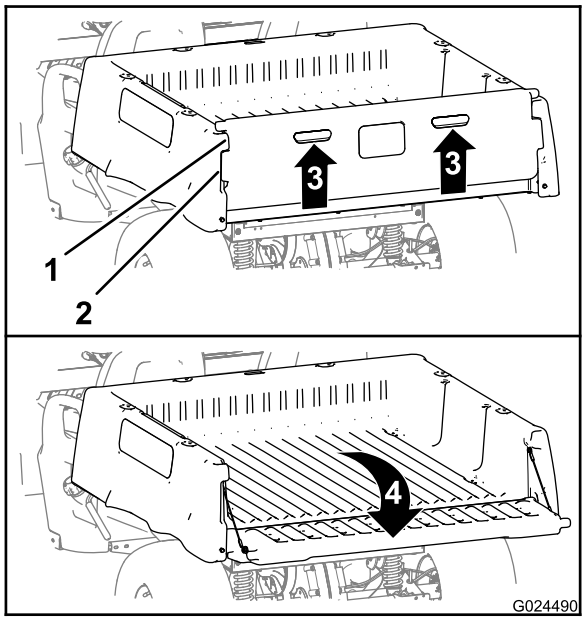

Figur 11
2. Løft ved å bruke løftegrepene på ryggpanelet til baklemmen (Figur 11).
3. Juster låseflensene til baklemmen med åpningene mellom lastekassens baklemflenser (Figur 11).
4. Vri baklemmen bakover og ned (Figur 11).
6. Vri baklemmen opp og ned til låseflensene til baklemmen er justert på linje med baklemlommen i lastekassen (Figur 11).
7. Senk baklemmen til den sitter ordentlig bak på lastekassen (Figur 11).